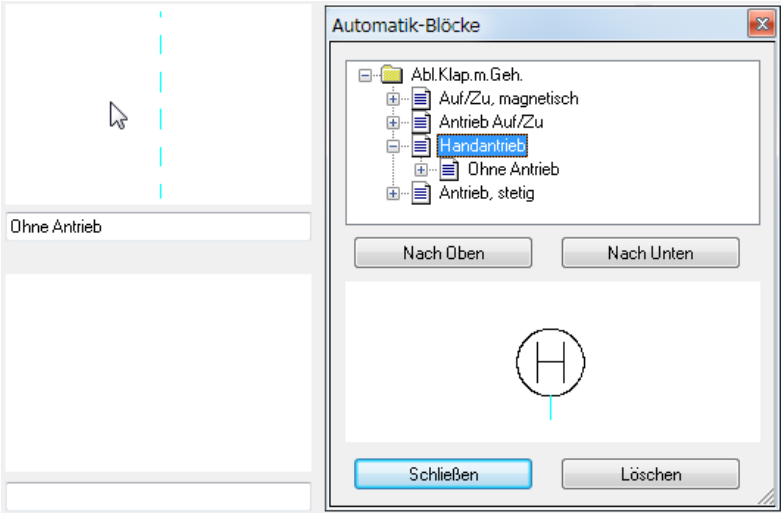

Bild 28.40 – Ein Untergerät erhält ein eigenes Untergerät
- Sie können diese Untergliederung weiter ausbauen, indem Sie eines der „Untergeräte“ anklicken, sodass *dessen* Symbol im unteren Fenster der Dialogbox angezeigt wird. Ein Doppelklick auf einen Block der Blockverwaltung wird dieses Gerät dann als „Untergerät des Untergerätes“ einordnen. Dies bedeutet nach dem – nicht sehr sinnvollen – Beispiel in Bild 28.40, Sie erhalten bei Auswahl des Handantriebs *zwei* Dialogboxen nacheinander zur Auswahl.